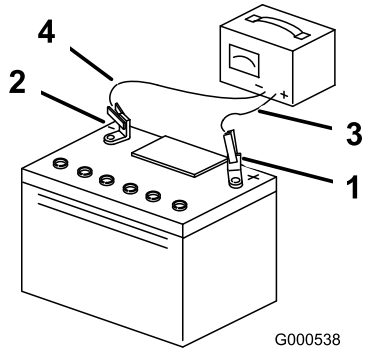

Figur 35
3. Når batteriet er helt oppladet, kobler du laderen fra strømuttaket, og deretter laderledningene fra batteripolene (Figur 35).